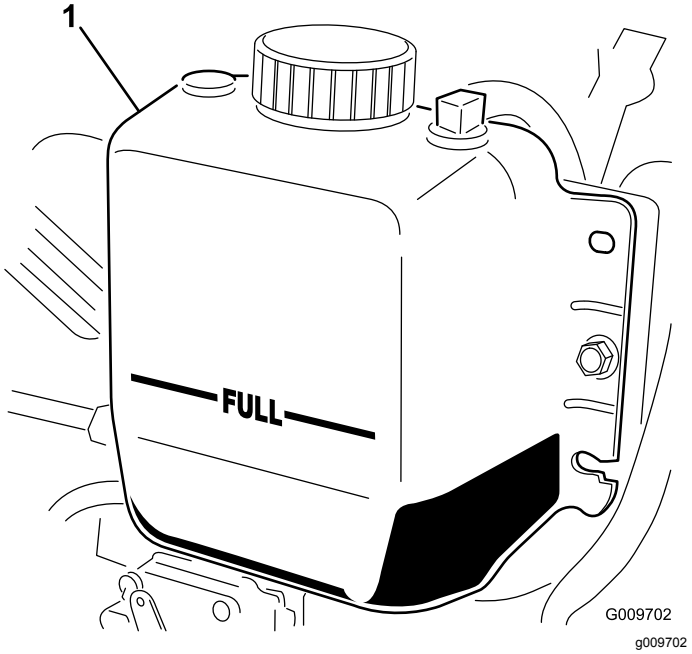

**Figur 15**
2. Kontroller kølervæskestanden i køleren. Køleren bør fyldes til toppen af påfyldningsstudsen, og ekspansionsbeholderen bør fyldes til mærket ”Full” (Figur 15).